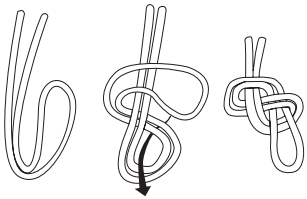

Figure 4
2. Une fois que la ou les premières personnes ont atteint le sol et se sont décrochées de l'équipement, la personne suivante peut s'accrocher à la corde de fuite (qui devient en conséquence la corde de sauvetage) en utilisant le mousqueton à l'extrémité (ou en faisant un ensemble de 8 nœuds, voir la figure 4, si la longueur de l'équipement n'est pas spécifique au site en ce qui concerne la longueur de la corde et la hauteur de descente).